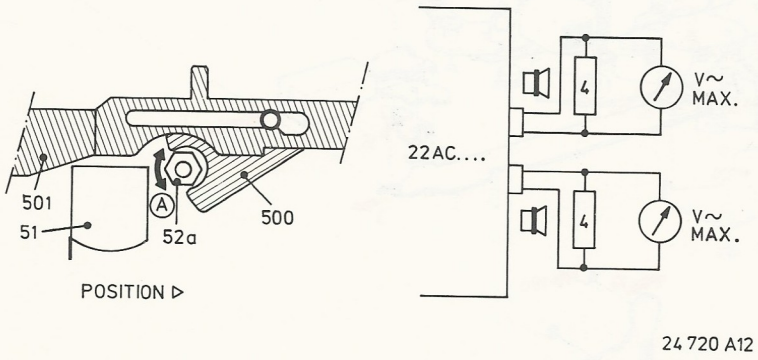

Fig. 7
2. Playback head 51 (Figs 7, 8)
- Connect millivoltmeters according to Fig 7.